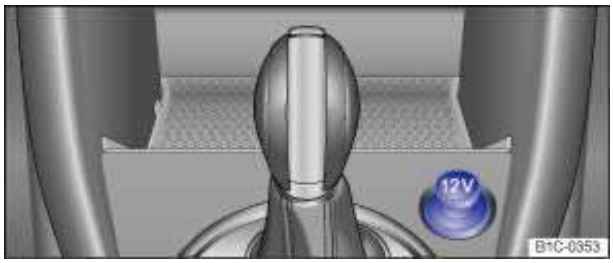

Fig. 91 Front center console: 12 volt socket.
- In the front and rear center console ⇒ fig. 91.